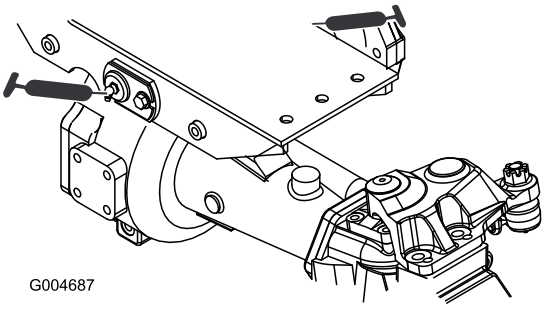

Figuur 37
- Lagerbussen van draaipunt van voor- en achteras (2) (Figuur 37)